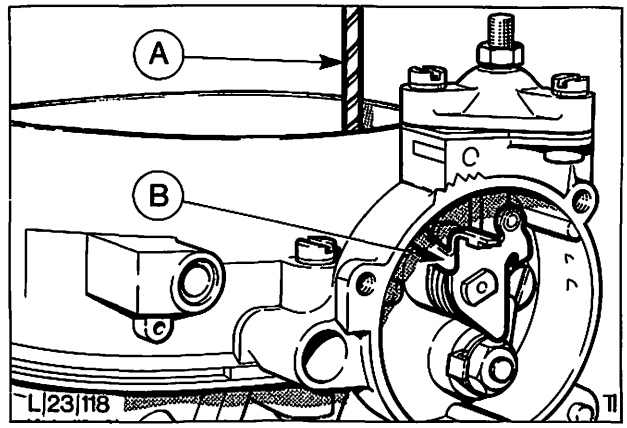

Abb. 144 Spaltmaßeinstellung in der Zwischenstufe
b) Spaltmaß zwischen Oberkante der einen Starterklappe und der inneren Wandung des Ansaugstutzens mit einem Bohrer prüfen, „A" in Abb. 144
c) Zur Korrektur Anschlagzunge am Starterklappenhebel verbiegen, „B" in Abb. 144.